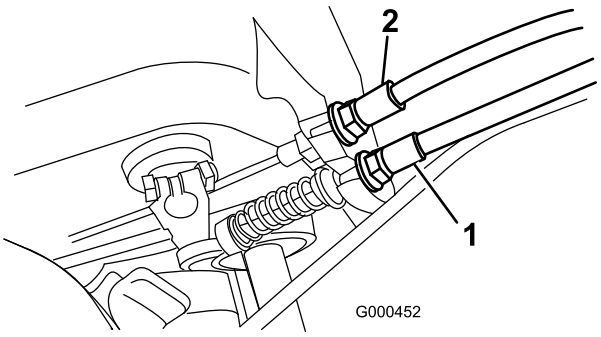

Figure 48
2. Pour accroître la tension du câble, desserrez l'écrou de blocage avant et serrez l'écrou de blocage arrière (Figure 48) jusqu'à ce qu'une force de 4,5 à 5,9 kg soit requise pour engager la transmission aux roues.